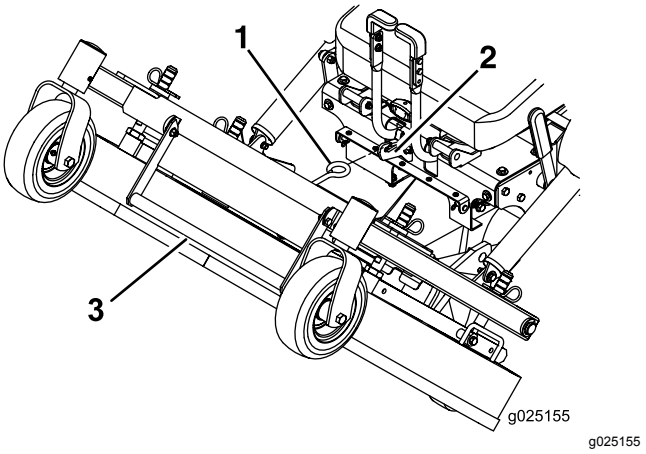

Figuur 11
7. Til het maaidek omhoog met de maaidekhandgreep en vergrendel het in de geheven stand (de vergrendeling bevindt zich middenvoor bij de stoel), zie Figuur 11.
1. Hou de maaidekhandgreep stevig vast, maak de maaidekvergrendeling los van de machine en laat het maaidek langzaam tot op de grond zakken (Figuur 11).